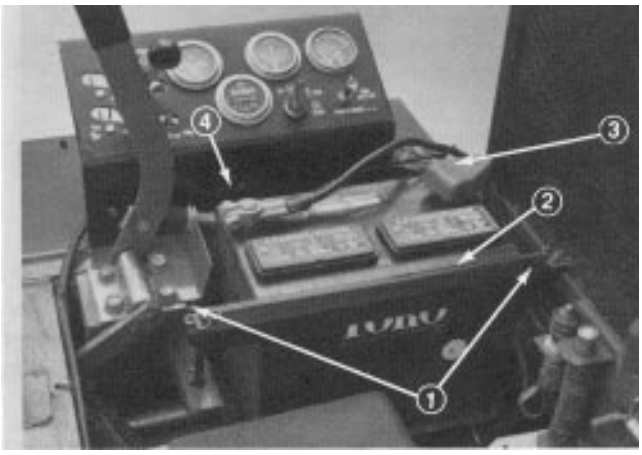

Figure 2
2. Remove two wing nuts and hold down strap that secures battery (Fig. 2). Lift battery out of chassis. Keep wing nuts and hold down strap in safe place for later use.
1. Install battery and secure with hold down strap and wing nuts (Fig. 2). Remove tape over ends of each cable.
2. Slide the red, positive battery cable (Fig. 2) onto positive battery post and tighten nut securely.
3. Slide the black, negative battery cable (Fig. 2) onto negative battery post and tighten nut securely.
4. Coat both battery connections with either Grafo 112X (skin–over) grease, Toro Part No. 505-47, petroleum jelly or light grease to prevent corrosion and slide rubber boot over positive terminal (Fig. 2).